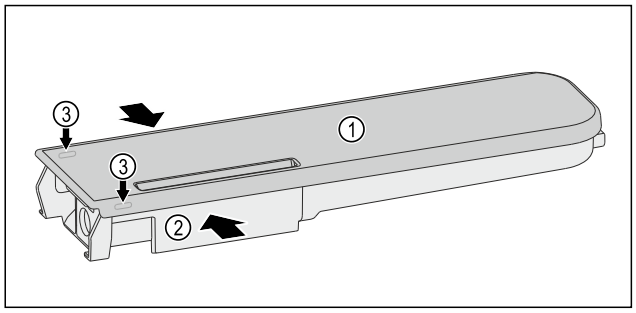

Fig. 119
▶ Presați rezervorul de apă *Fig. 119 (2)* împreună și trageți cu grijă capacul *Fig. 119 (1)* peste ciocurile opritoare *Fig. 119 (3)* și trageți-l în sus.
▶ Mișcați ușor capacul *Fig. 119 (1)* înainte și înapoi și scoateți-l în sus.